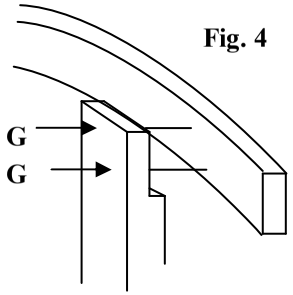

Fig. 4
6. Fit the curved roof beams to the top of the posts ensuring the overhang at each end is the same using screws (G) as Fig 4.
7. The rafters should now be fitted at the positions marked on the beams using screws (J) .